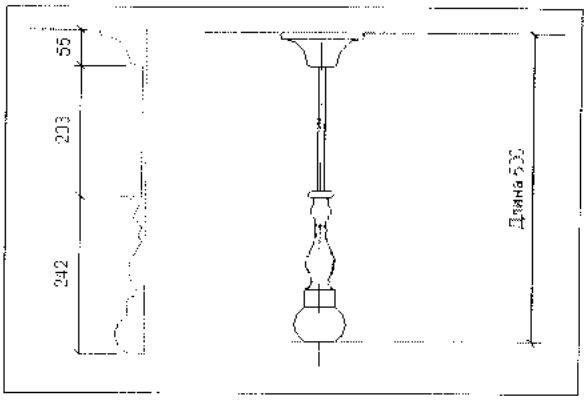

Рис. 23.17. *Создание подвески*
4. Создать геометрию подвески (рис. 23.17):